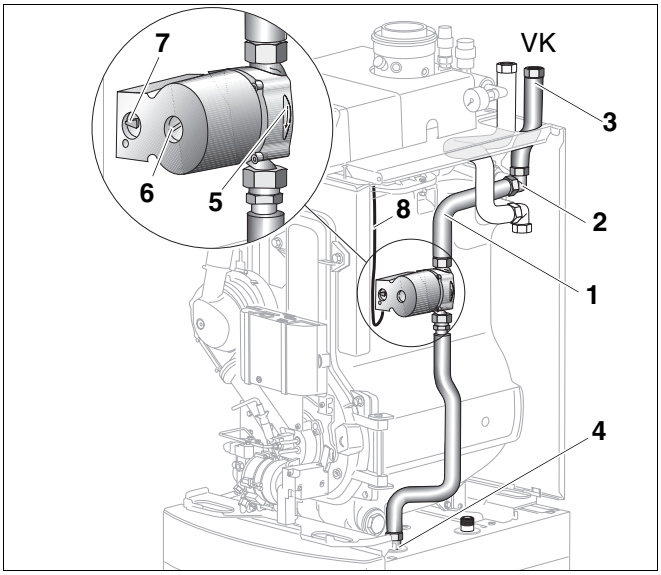

Rys. 12 Montaż zespołu zasilania
- Skontrolować kierunek przepływu w pompie obiegowej, strzałka (rys. 12, **poz. 5**) musi być skierowana w dół.
- Zespół zasilania (rys. 12, **poz. 1**) z przymocowanym pierścieniem samouszczelniającym włożyć do bocznego króćca rozdzielacza kątowego zasilania (rys. 12, **poz. 2**), a następnie przykręcić nakrętką śrubunkową Rurę zasilania zasobnika przykręcić u dołu wraz z uszczelką Ø 17 x 24 x 2 do zasilania zasobnika (rys. 12, **poz. 4**).
- Podłączyć kabel przyłączeniowy pompy obiegowej (rys. 12, **poz. 8**) do sterownika zgodnie ze schematem połączeń (patrz wskazówki montażowe i konserwacyjne dla zasobnika Logano G135).